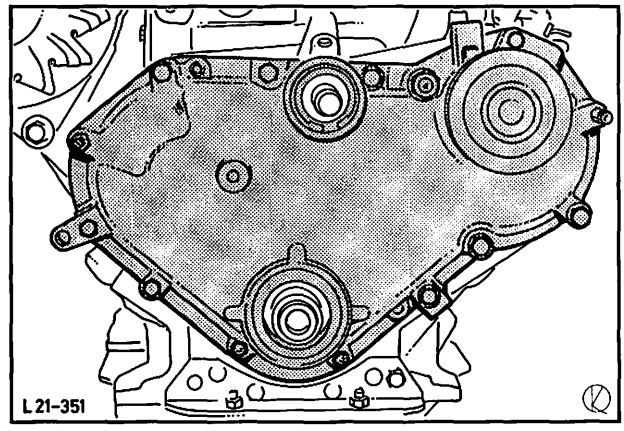

Abb. 95 Stirnraddeckel abbauen
7. Befestigungsschrauben (3) der Einspritzpumpe vom Stirnraddeckel ausbauen und Stirnraddeckel abschrauben (8 Schrauben, 3 Muttern), Abb. 95.